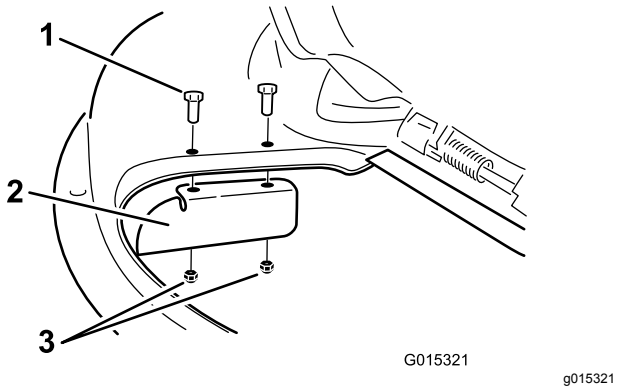

Figuur 28
9. Monteer de keerplaat op het maaidek (Figuur 28).
3. Verwijder de keerplaat van het maaidek (Figuur 28).